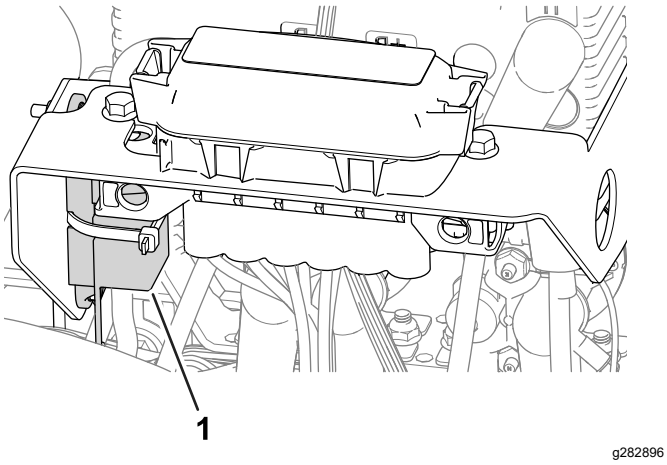

Figuur 44
- De zekering voor de linker wielmotor (60 A) bevindt zich onder de kap aan de linkerkant van de machine, dicht bij de zekeringen van het circuit voor de messenkooiaandrijving (Figuur 44).